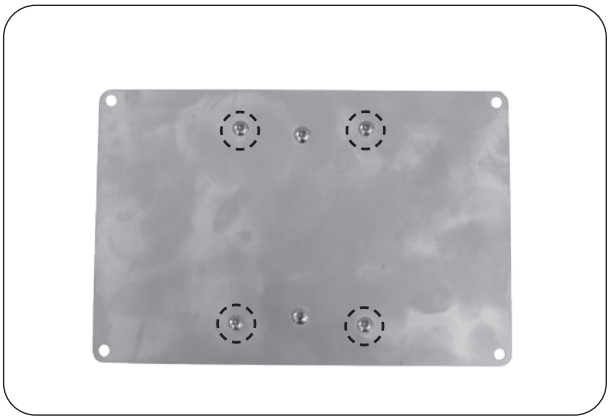

Fig. 50-3 Remove 4 small screws
4. Remove the 4 small screws found on the cover of the power supply box (see Fig. 50-3).